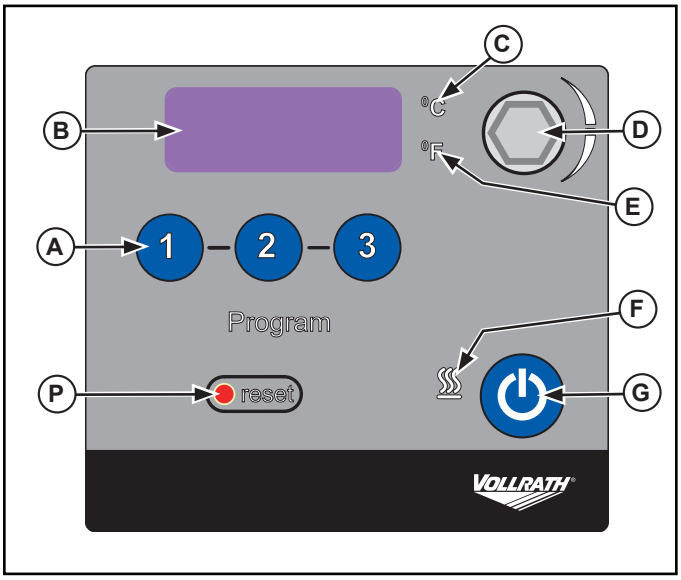

Figure 1. Front of Control Panel.
5. Set the pump speed switch (I) to the desired setting.
6. Press the controller button On/Off button (G). See Figure 1.
2. Press and hold the "2" preset temperature (A) while switching the power switch (J) to the "ON" position. See Figures 1 and 2.
2. Press and hold the "3" preset temperature (A) while switching the power switch (J) to the "ON" position. See Figures 1 and 2.
1. To set user defined preset temperatures: With the unit "ON" press the desired preset temperature (A) button, 1, 2, or 3. A decimal on the display (B) begins to blink and recalls the previous setting. See Figure 1.
2. Rotate the select/set knob (D) until the desired temperature is displayed. Once the desired setting is reached press the select/set knob (D) a second time. Press the desired preset temperature (A) button to save the temperature to that button.
1. Press and hold the select/set knob (D) until display (B) shows "**LLo**" (about 10 seconds) then let go. See Figure 1. When locked, the setpoint decimal point will not flash.
2. Press and hold the select/set knob (D) again, until the display (B) shows "**LLo**" (about 10 seconds) then let go, to unlock the controls. Once unlocked, the display (B) will show "**CAn**".
Should the water level drop below the heater the safety thermostat will activate and disconnect power from the heater and pump. The display (B) will show "**FLt 3**". Allow to cool and press the reset button (P). See Figure 1.
1. Press the control on/off button (G) and switch the power switch (J) to the "OFF" position. See Figures 1 and 2.